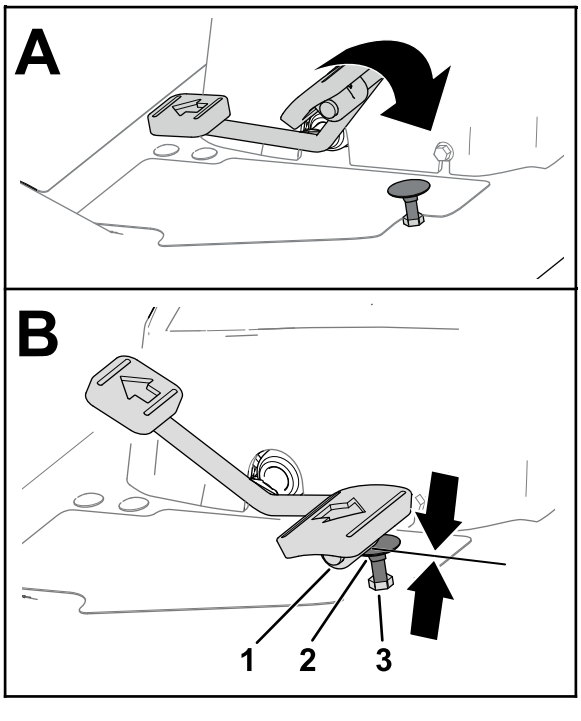
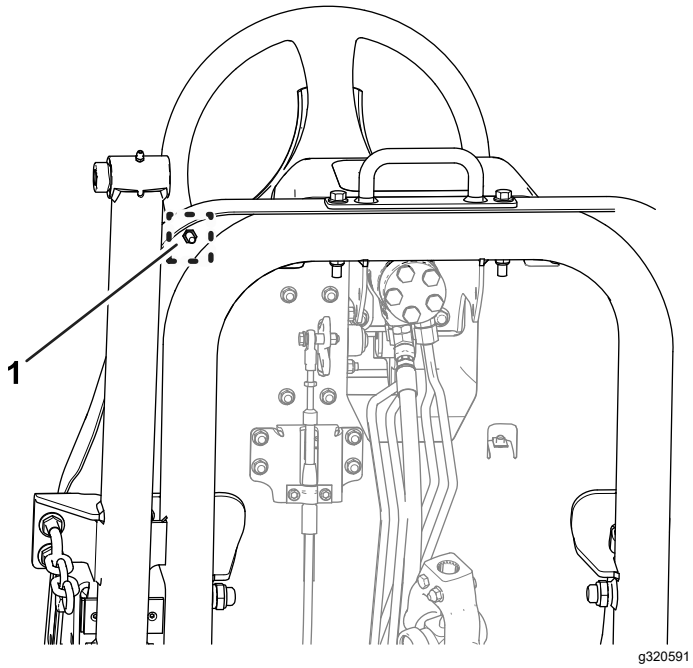

Bild 77
Bild 78
1. Drücken Sie das Fahrpedal ganz durch (Bild 77).
A. Halten Sie den Fahrpedalanschlag (Bild 77) mit einem Schraubenschlüssel fest.
B. Lösen Sie die Klemmmutter an der Unterseite der Fußplattform-Platte (Bild 78).
C. Bewegen Sie das Fahrpedal in die Vollgas-Stellung (Bild 77).
D. Den Fahrpedalanschlag festhalten, die Klemmmutter oberhalb der Fußplattform-Platte (Bild 77) einstellen, bis das Fahrpedal den Anschlag berührt.
F. Halten Sie den Fahrpedalanschlag fest und ziehen Sie die Klemmmutter an der Unterseite der Fußplattform-Platte (Bild 77 und Bild 78) auf 37-45 N·m an.